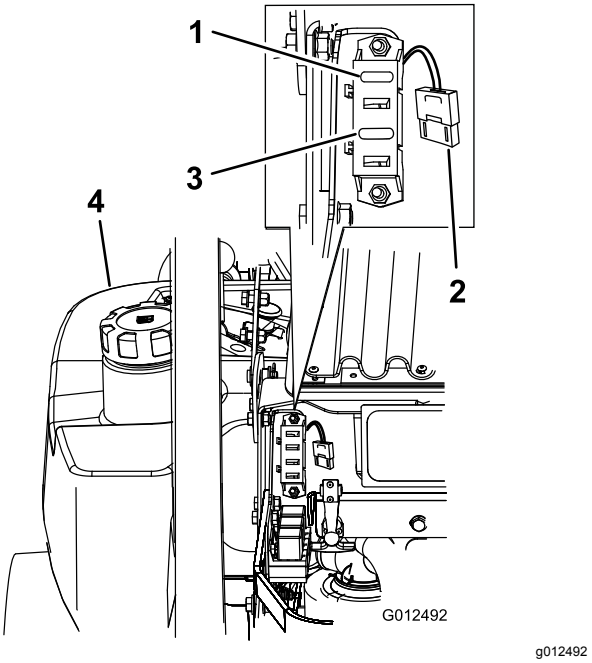

**Figuur 76**
1. Maak de motorkap open om toegang te krijgen tot de zekeringhouder (Figuur 76).
3. Monteer een nieuwe zekering (Figuur 76).